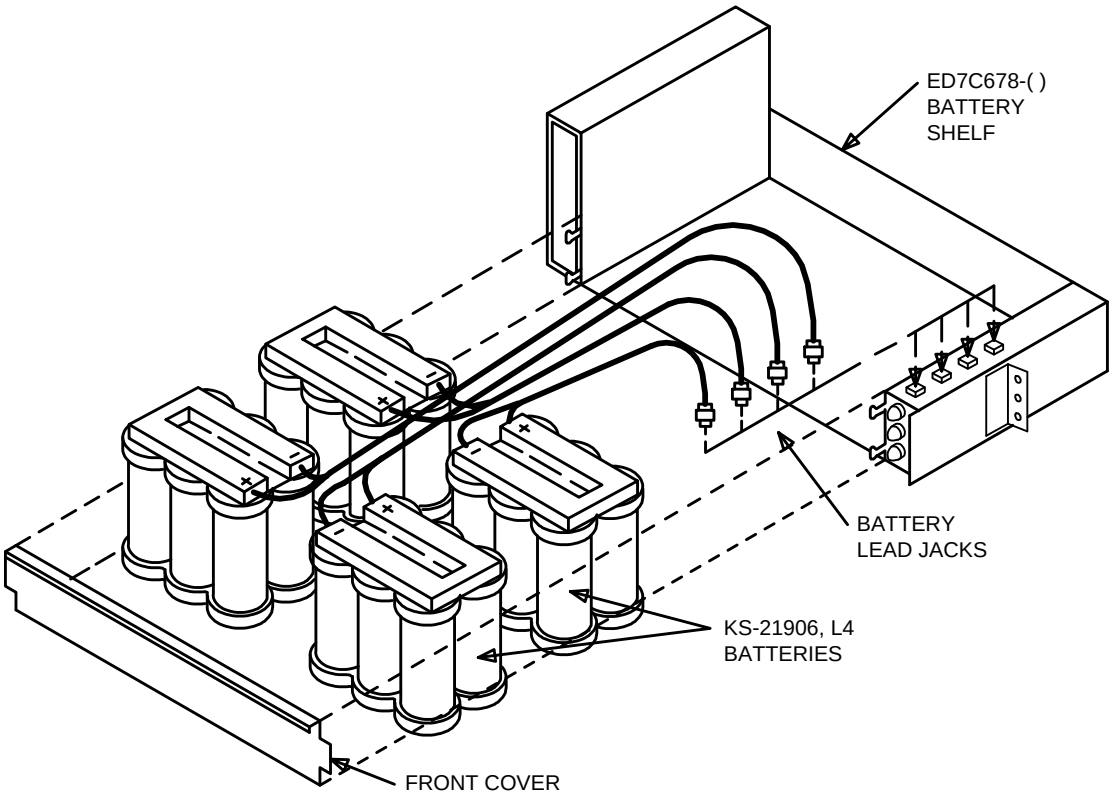

**Figure 3 – Battery Placement and Connections**
23. Place batteries on battery shelf and dress battery cables as each battery pack is placed on shelf (Figure 3).